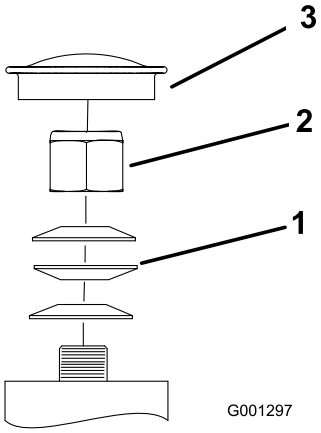

Figur 57
3. Fjern støvkoppen fra styringen og trekk til låsemutteren (Figur 57).
4. Trekk til låsemutteren inntil fjærskivene er flate og gå deretter tilbake 1/4 omdreining for å stille forhåndsbelastningen på lagrene korrekt (Figur 57).
Viktig: Påse at fjærskivene er montert korrekt slik det vises i Figur 57.
5. Sett på støvkoppen (Figur 57).